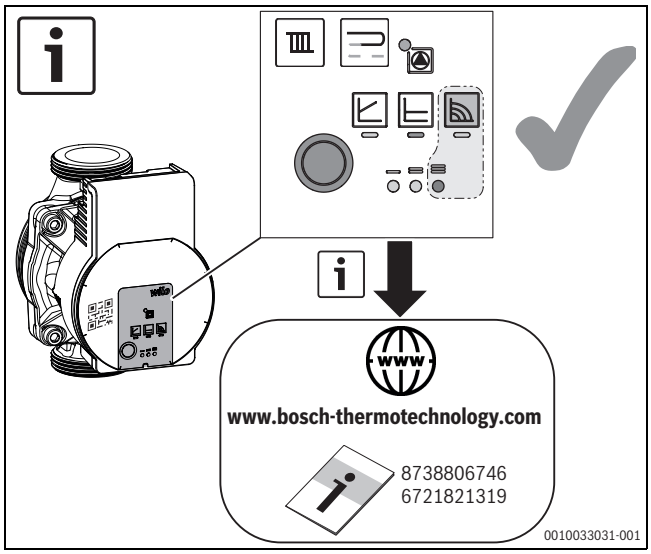

Fig. 16 Impostazione della pompa (esempio)
- Impostare la pompa sul livello 3 (→Fig. 16).